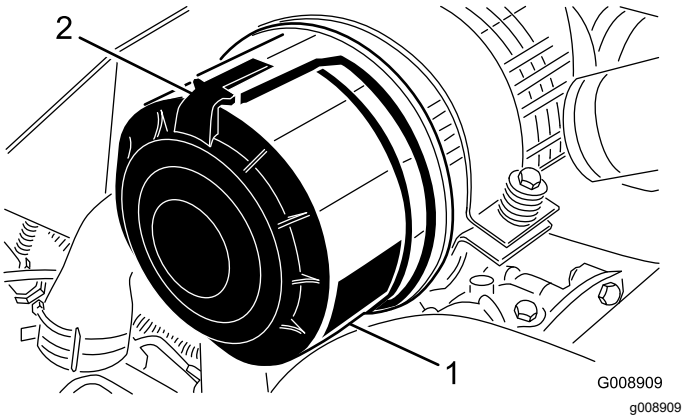

Figuur 90
1. Maak de sluitingen los waarmee het deksel van het luchtfilter is bevestigd aan het luchtfilterhuis (Figuur 90).